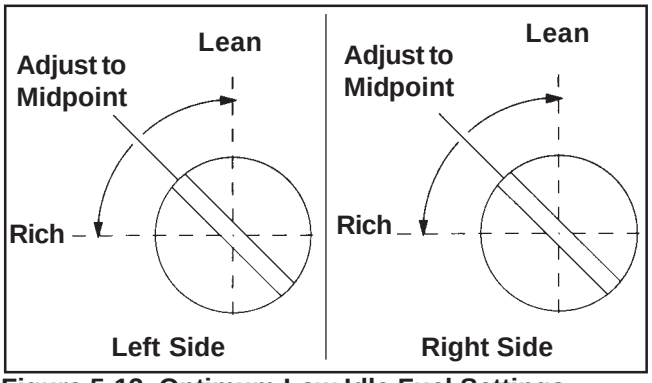

Figure 5-13. Optimum Low Idle Fuel Settings.
a. Turn one of the low idle fuel adjusting needles out (counterclockwise) from the preliminary setting until the engine speed decreases (rich). Note the position of the needle. Now turn the adjusting needle in (clockwise). The engine speed may increase, then it will decrease as the needle is turned in (lean). Note the position of the needle. Set the adjusting needle midway between the rich and lean settings. See Figure 5-13.